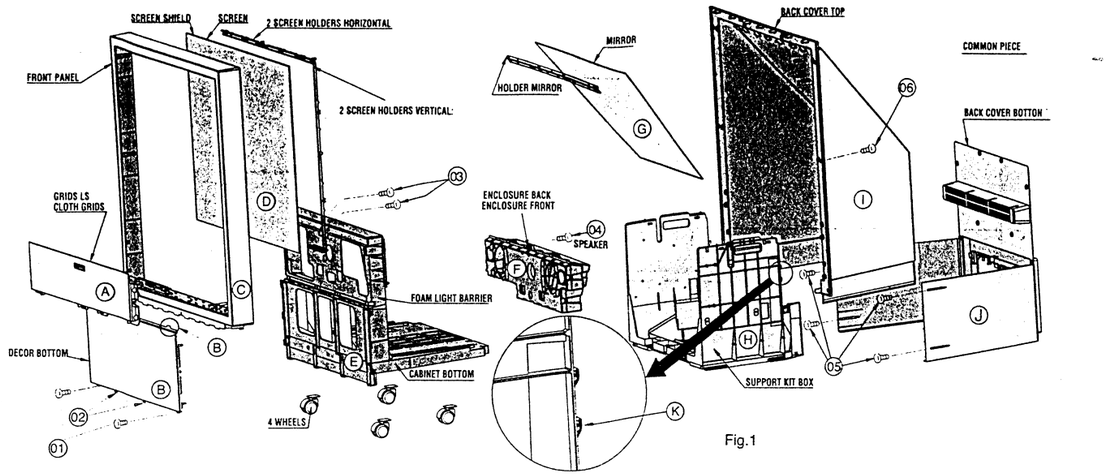
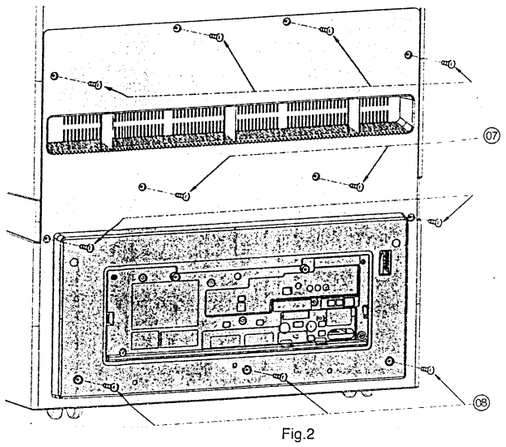
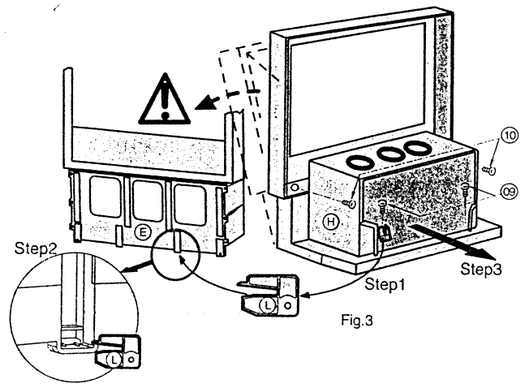

Fig.1
Fig.2
Fig.3
- Remove the screws **(01)** (fig. 1). Release the plastic securing hook **(02)** lifting them with a screwdriver. Then pull the decor bottom **(B)**.
- Remove the four screws **(05)** (fig. 1) and the eight screws **(07)** (fig. 2) fixing the bottom back cover to the top back cover and located at the back of the set.
- Remove the three securing screws **(08)** (fig. 2) fixing the bottom back cover to kit box support.
- Remove the bottom back cover **(J)** (fig. 1).
- Lift the top back cover **(I)** (fig. 1) to disengage it from the securing hooks **(K)** (fig. 1), ⚠ taking care not to damage the screen.
- Remove the top back cover (I).
- Remove the securing screws **(09)** of the kit box **(H)** (fig. 3). Remove the wedge **(L)** screwed at the left side of the chassis (fig. 3, step1) before removing the kit box and insert it in the hole of the cabinet downer **(E)** as shown fig. 3 (step 2). This is to avoid the "front and screen" assembly seesawing and screen damage.
- Remove kit box **(H)** as shown fig. 3 (step 3).
- Remove the two securing screws **(03)** (fig.1) located on both side of the loudspeaker assembly securing screw. Also remove the two screws **(10)** (fig. 3).
- Retirer les **vis (01)** (Fig. 1). Soulever à l'aide d'un tournevis les languettes inférieures de maintien **(02).** Puis déboîter le panneau de décoration **(B).**
- Retirer les quatre vis **(05)** (Fig.1) et les huits vis **(07)** (Fig.2) à l'arrière, qui relient les 2 caches haut et bas.
- Retirer ensuite les trois vis **(08)** (Fig.2) qui fixent le cache bas sur le socle.
- Oter le cache arrière bas **(J)** ( Fig.1).
- Soulever le cache arrière supérieur **(I)** (Fig.1) pour le dégager des crochets de maintien **(K)** (Fig.1) ⚠ **Prendre garde de ne pas détériorer l'écran.**
- Retirer les vis de fixation **(09)** du KIT BOX **(H)** et **récupérer** lors de cette opération la pièce **anti-bascule (L)** à installer à l'avant de la façade - écran **(E)** comme indiqué en figure 3 avant de retirer le KIT BOX.Ceci pour éviter que l'ensemble "façade-écran" bascule vers l'avant et détériore l'écran.
- Retirer les deux vis de fixation **(03)** (de part et d'autre de la vis de fixation du coffret HP) et les deux vis **(10)** (Fig.3).
- Entfernen Sie die Schrauben **(01)** (Abb. 1). Entriegeln Sie durch Anheben mit einem Schraubendreher die Kunststoffhaken **(2).** Ziehen Sie die untere Frontabdeckung nach vorne ab.
- Entfernen Sie die vier Schrauben **(5)** (Abb. 1) und die acht Schrauben **(07)** (Abb. 2). Die letzteren befinden sich an der Geräterückseite und verbinden die untere Geräterückwand mit der oberen Geräterückwand.
- Entfernen Sie die drei Befestigungsschrauben **(08)** (Abb. 2), mit denen die Kitbox-Halterung an der unteren Geräterückwand befestigt ist.
- Entfernen Sie die untere Geräterückwand **(J)** (Abb. 1)
- Heben Sie die obere Gehäuserückwand (I) an, um Sie aus den Sicherungshaken **(K)** (Abb.1) zu lösen. ⚠ Achten Sie darauf, den Bildschirm nicht zu beschädigen.
- Entfernen Sie die Befestigungsschrauben **(9)** der Kitbox **(H)** (Abb. 3). Vor dem Herausziehen der Kitbox schrauben Sie den Stützwinkel **(L)** von der linken Seite des Chassis ab (Abb. 3, Step 1) und stecken ihn (wie in Abb. 3 (Step 2)) in die Öffnung im Gehäuseunterteil **(E).** Der Stützwinkel verhindert ein Kippen der Front-/Bildschirmeinheit nach vorne.
- Ziehen Sie die Kitbox **(H)** wie in Abb. 3 (Step 3) zunächst nur ein Stück heraus und lösen die Verbinder zur Frontverbinder-Platine und zum Netzschalter. Dann kann die Kitbox vollständig herausgezogen werden.